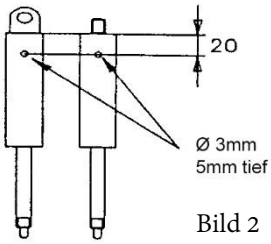

Bild 2
4. **Starr-blockierbare oder federnd-blockierbare Gasfedern:** Bohrung gem. Bild 2 ca. 20 mm vom Zylinderboden anbringen.